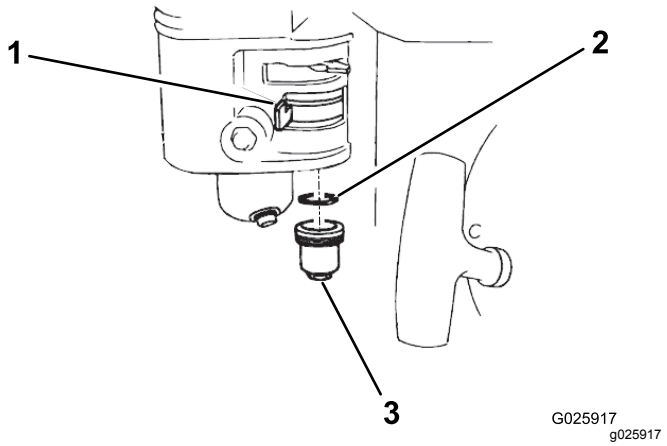

Figuur 34
1. Zet de brandstofafsluitklep UIT en verwijder de bezinkseldop en de O-ring (Figuur 34).